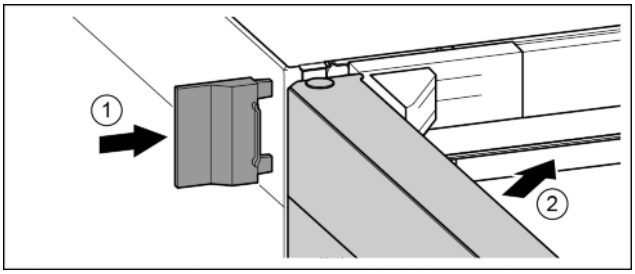

Fig. 21
▶ Buitenste afdekking erop schuiven. *Fig. 21 (1)*
▶ Bovenste deur sluiten. *Fig. 21 (2)*